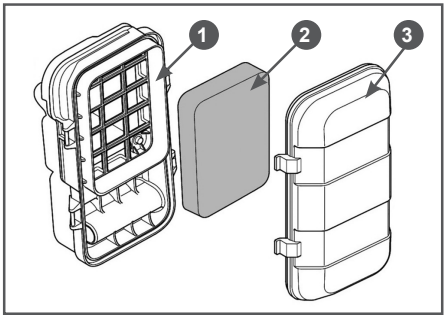

Рис. 24 Обслуживание воздушного фильтра
1. Нажмите на фиксаторы и снимите крышку 3 корпуса воздушного фильтра (Рис. 24).
2. Извлеките фильтрующий элемент 2 (Рис. 24).
5. Произведите очистку крышки 3 и корпуса 1 воздушного фильтра от грязи и пыли (Рис. 24).